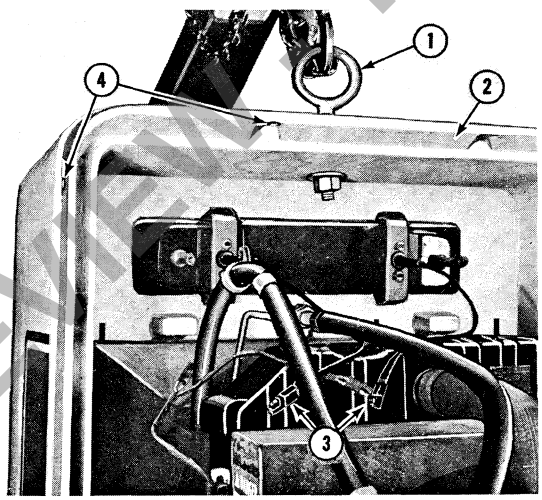

Figure 11
1. Open the engine side panel doors and disconnect the brake light wire connections from the main wiring harness, Figure 11.
2. Install an eye bolt at the hole provided in the top center of the radiator shell, Figure 11.
5. Attach a chain hoist with a minimum 1/2 ton (500 Kg) capacity to the eye bolt, Figure 11.
1. Install an eye bolt at the hole provided in the top center of the radiator shell, Figure 11.
2. Attach a chain hoise with a minimum 1/2 ton (500 Kg) capacity to the eye bolt, Figure 11.
5. Connect the brake light wire connections to the main wiring harness, Figure 11.